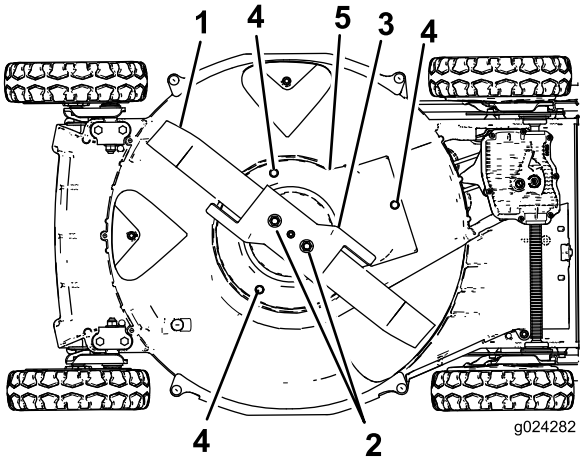

Figur 32
6. Ta bort de två knivmuttrarna, acceleratorn och kniven (Figur 32).
7. Ta bort de skruvar som fäster knivbromskopplingen på klipparkåpan (Figur 32).